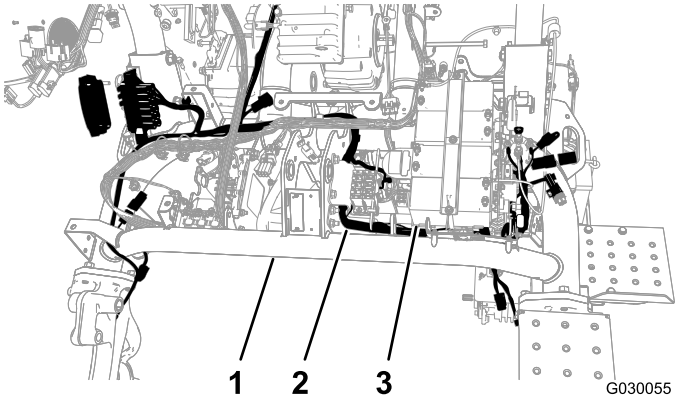

Figure 4
4. Route the wire harness under the main tube of the frame and in front of the reel batteries (Figure 4).
5. Route the new wire harness back under the main tube between the opposite side of the battery plate and the left frame tube (Figure 4).